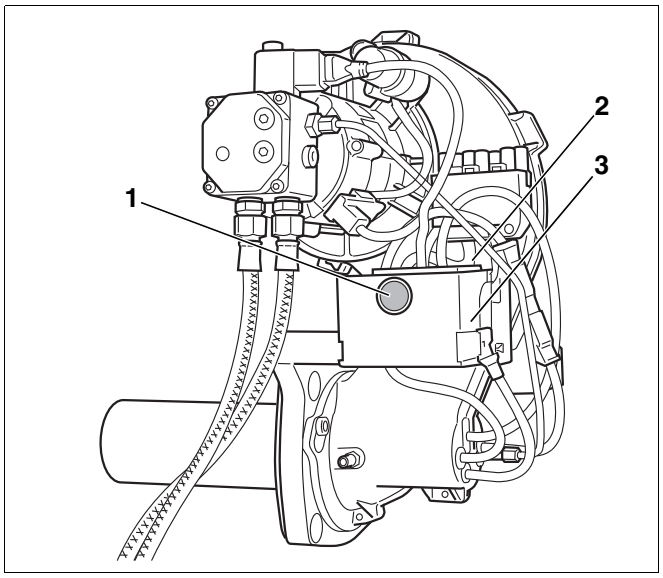

*Рис. 16 Кнопка подавления помех и сигнальная лампа*
- Выпускайте воздух из системы с помощью встроенного топливного насоса без повторного нажатия кнопки подавления помех (Рис. 16, **поз. 1**).
- Нажимать на кнопку подавления помех (Рис. 16, **поз. 1**) более 1 секунды. Примерно через пять секунд горелка перейдет в пусковой или рабочий режим (см. таб. 10, "Показание рабочего состояния горелки на многоцветном светодиоде.", стр. 18).
- Нажмите кнопку подавления помех (Рис. 16, **поз. 1**, стр. 22 ).